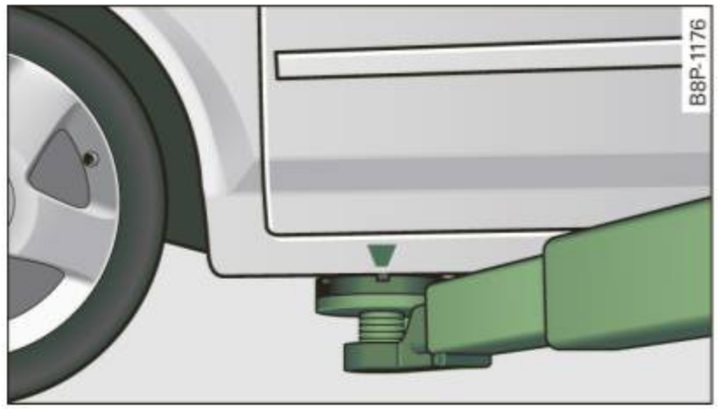
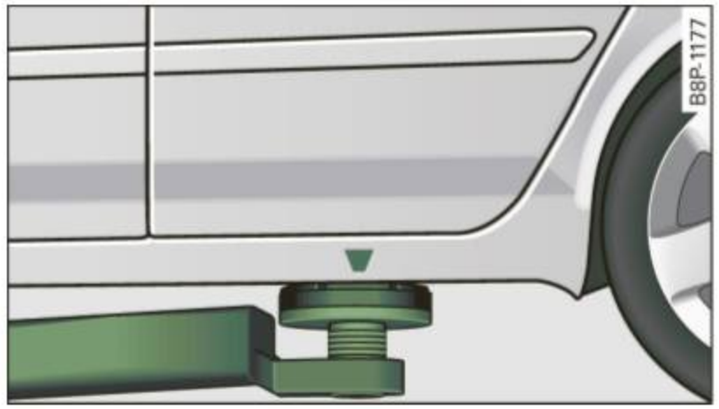

Fig. 202 Front lifting point
Fig. 203 Rear lifting point
- **Always lift the vehicle only at the special workshop hoist and floor jack lift points illustrated ⇒ fig. 202 and ⇒ fig. 203.**
– Locate lifting points ⇒ fig. 202 ⇒ fig. 203.
The lifting point is located on the floor pan reinforcement about at the same level as the jack mounting point ⇒ *page 291,* fig. 202. **Do not lift the vehicle at the vertical sill reinforcement.**
The lifting point is located on the vertical reinforcement of the lower sill for the onboard jack ⇒ *page 291,* fig. 203.